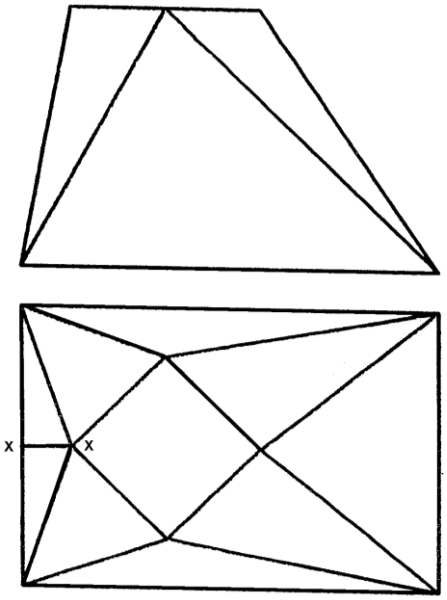
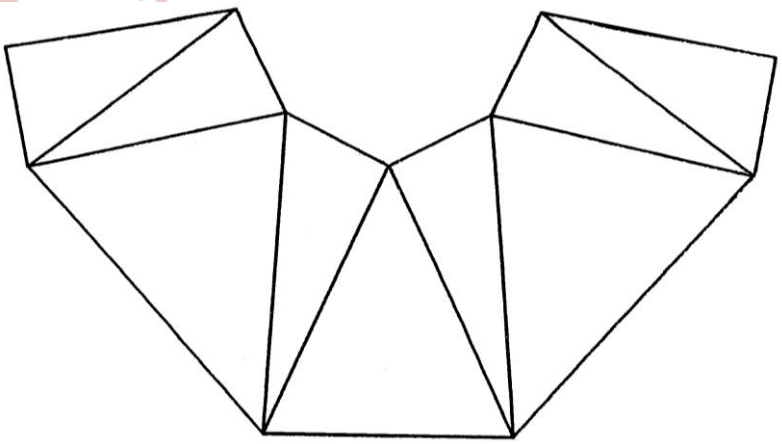

FIGUUR 9
FIGUUR 9.2 (2)
4.3 Bestudeer die reghoekig-na-vierkantige afgeknotte geutbak in FIGUUR 9 om te bepaal of FIGUUR 9.1 of FIGUUR 9.2 die korrekte ontwikkeling van FIGUUR 9 verteenwoordig. Skryf slegs FIGUUR 9.1 of FIGUUR 9.2 langs die vraagnommer (4.3) in die ANTWOORDBOEK neer.